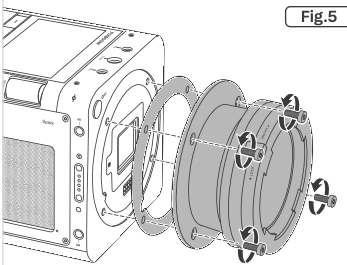

Fig.5
4. Attach one of the other mount adapters (3) together with the adapter shim (41) (Fig.5).